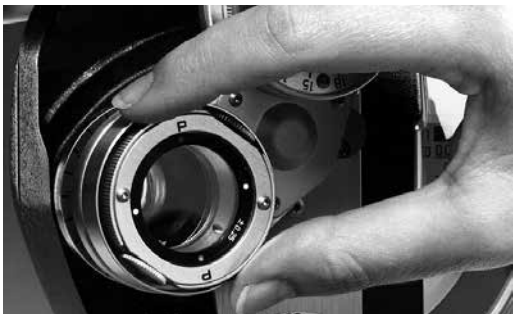

Abbildung JC-4 Stärkenkontrolle
1. Um die Stärkenkontrollposition von der Achsenkontrollposition zu erreichen, muss der Arzt die Einheit nur im Uhrzeigersinn bis zur nächsten Einrastposition drehen. Die korrekte Stärkenkontrollposition wird mittels Sichtprüfung bestätigt, wenn die weißen Punkte oder die roten Punkte und die Buchstaben „P“ (für Power (Stärke)) am Kreuzzylinder auftauchen. Siehe Abbildung JC-4.